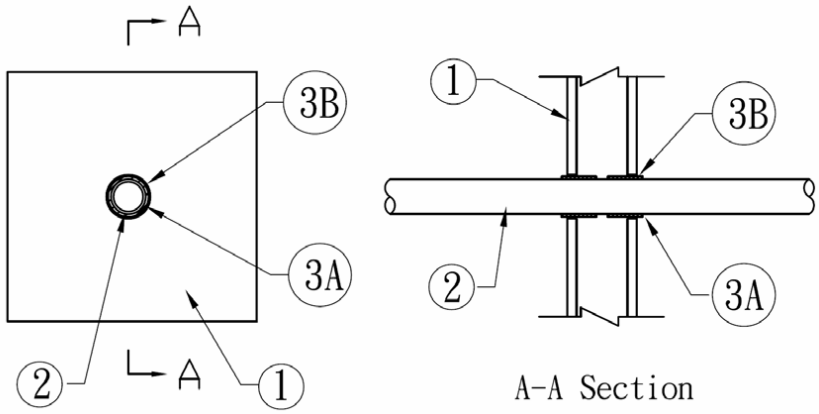

Figure 1. Through Penetration Firestop System
1. **SUPPORTING CONSTRUCTION:** Refer to Figure 1. Opening size shall be 5/8 in. larger than the OD of the penetrating pipe. Create a round through-opening in a symmetrical, Code-conforming, 1 hour fire-rated wall assembly consisting of the min. construction features of one of the following options:
2. PENETRATING ITEM: Refer to Figure 1 and Table 1. Position a max. 2 in.-diameter plastic pipe in the opening made in the Supporting Construction (Item 1). Use any of the following pipe types in Schedule 40 or thinner: ABS, PVC, or RNC. Establish an annular space, per Table 1, between the Penetrating Item and the Supporting Construction (Item 1).